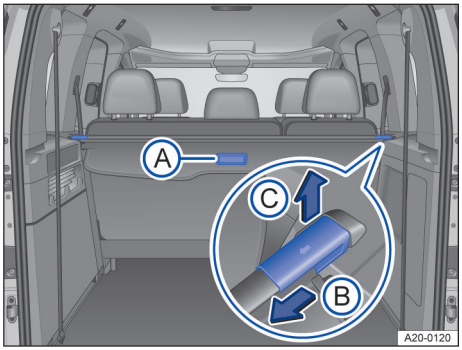

Fig. 149 Dans le coffre à bagages : couvre-coffre
1. Tirez légèrement le couvre-coffre vers l'arrière par la poignée → fig. 149 Ⓐ.
1. Tirez uniformément le couvre-coffre enroulé vers l'arrière par la poignée → fig. 149 Ⓐ.
1. Déverrouillez le couvre-coffre dans le sens de la flèche → fig. 149 Ⓑ et soulevez-le dans le sens de la flèche → fig. 149 Ⓒ.
2. Tirez le verrouillage du couvre-coffre dans le sens de la flèche → fig. 149 Ⓑ et maintenez-le dans cette position.